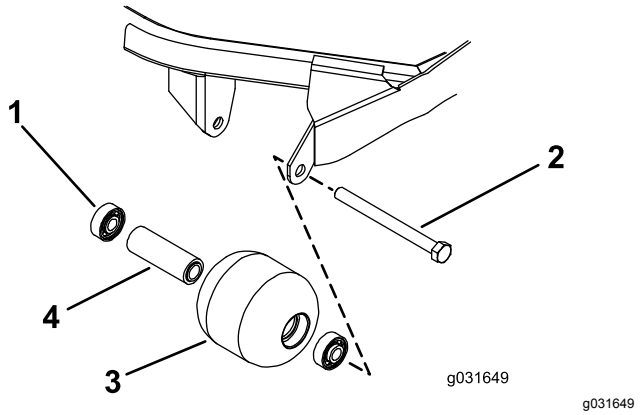

图 69
1. 卸下滚筒安装螺栓图 69。
4. 检查滚筒壳体、轴承以及轴承隔块是否受损 (图 69)。
1. 仅按住外圈或同时按住内、外圈将第一个轴承按入滚筒壳体图 69。
2. 插入隔片图 69。
3. 仅按住外圈或同时按住内、外圈将第二个轴承按入滚筒壳体直至其触及隔块图 69。